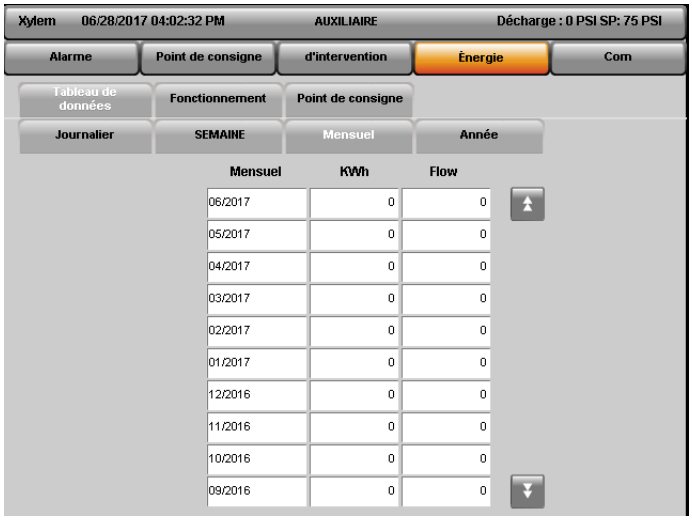

Figure 5.6.3 – Tableau de données mensuelles
3. **Mois** – Le tri mensuel du KWh et du débit est disponible sur cette page. La page est illustrée à la Figure 5.6.3. La date est en format MM/AAAA. Seuls les 30 derniers mois peuvent être consultés.